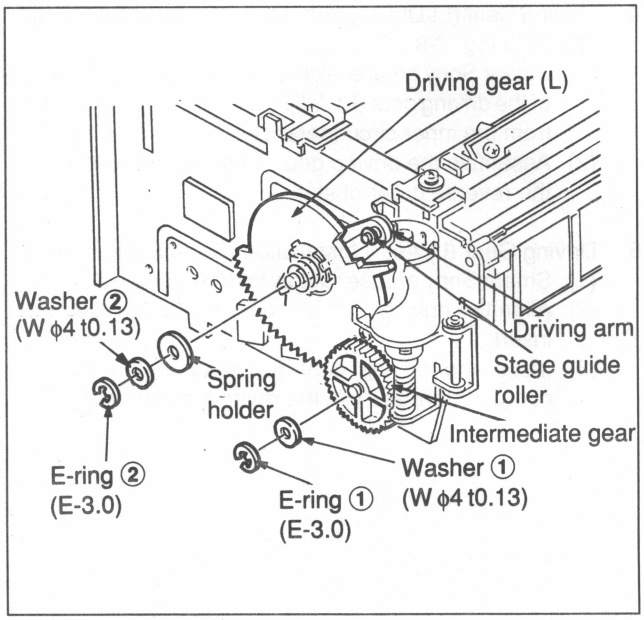

Fig. 7-8-10 Driving Gear (L) Removal
1. Intermediate Gear Removal (Refer to Fig. 7-8-10.)
2. Driving Gear (L) Ass'y Removal (Refer to Fig. 7-8-10.)